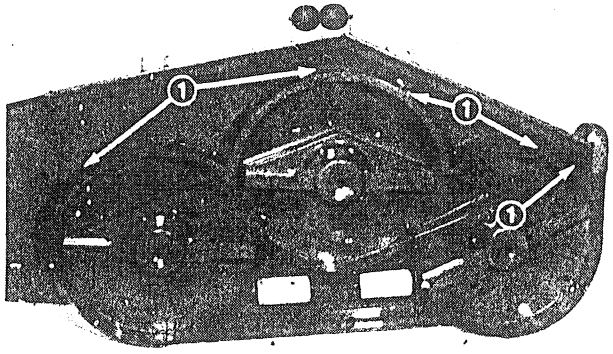

Figure 8
9. Using mulcher screen as a template, mark remaining mounting hole locations in top and left side of cutting unit (Fig. 8).
10. Remove mulcher screen from cutting unit and drill (5) 13/32" (.406) dia. holes at positions marked.